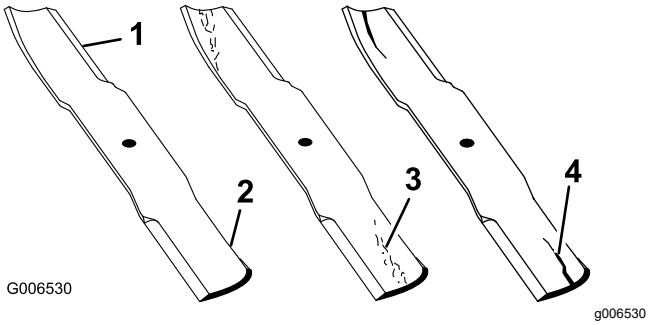

Figur 58
1. Kontrollera eggarna (Figur 58).
4. Montera omedelbart en ny kniv om du upptäcker sprickor, slitage eller spårbildning i detta område (Figur 58).